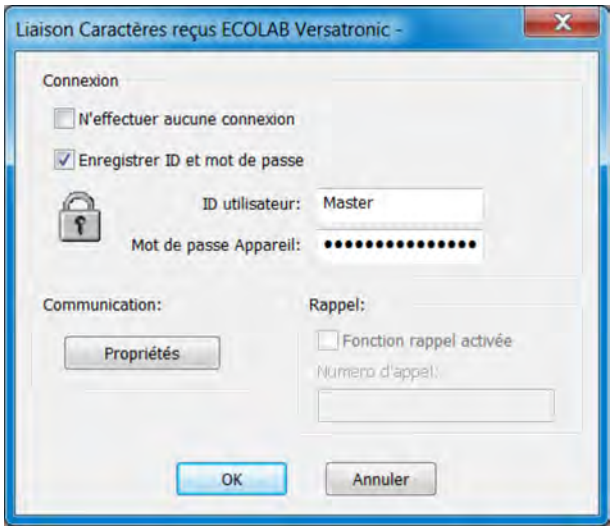

Fig. 114: Paramètres de connexion
2. Appliquez les paramètres à la connexion et cliquez sur « Propriétés » (voir Fig. 114).